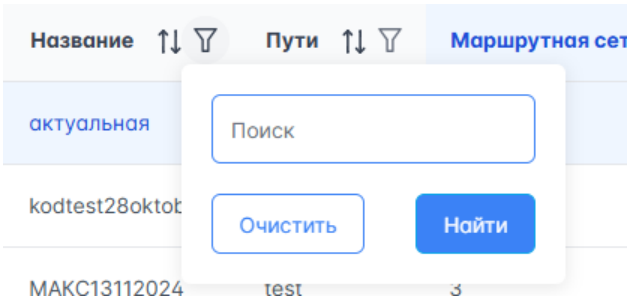

Рисунок 8 – Расширенный поиск в столбце "Название"
1. Нажать на символ справа от названия столбца, в котором требуется выполнить расширенный поиск, откроется окно поиска (рисунок 8).